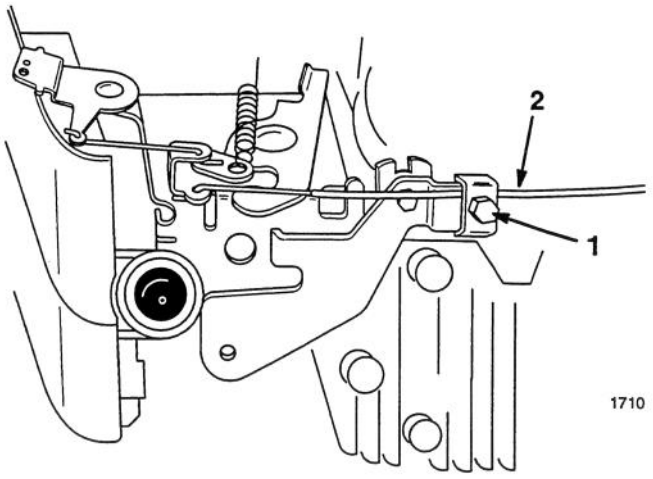

Abbildung 17
1. Abdeckung 2. Schrauben (2)
3. Die Kabelklemmschraube soweit lösen, daß der Gaszug rutscht (Abb. 17).